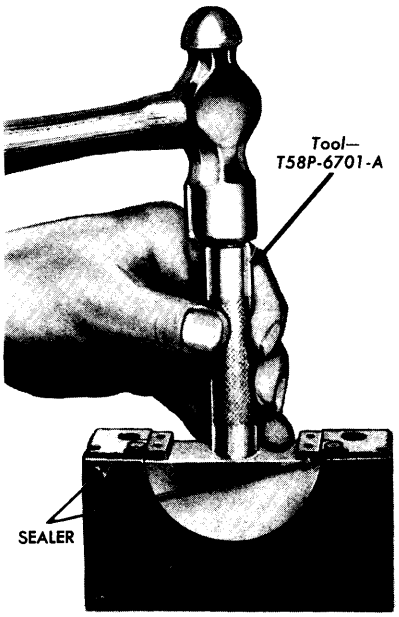

FIG. 57—Seal To Rear Bearing Cap Installation
4. Install a new rear journal oil seal in the rear main bearing cap (Fig. 57). After installation, cut the ends of the seals flush.
5. Apply a thin coating of oil resistant sealer to the rear main bearing cap at the rear of the top mating surface (Fig. 57). **Do not apply sealer to the area forward of the side seal groove.** Install the rear main bearing cap. Torque the cap bolts to specifications.